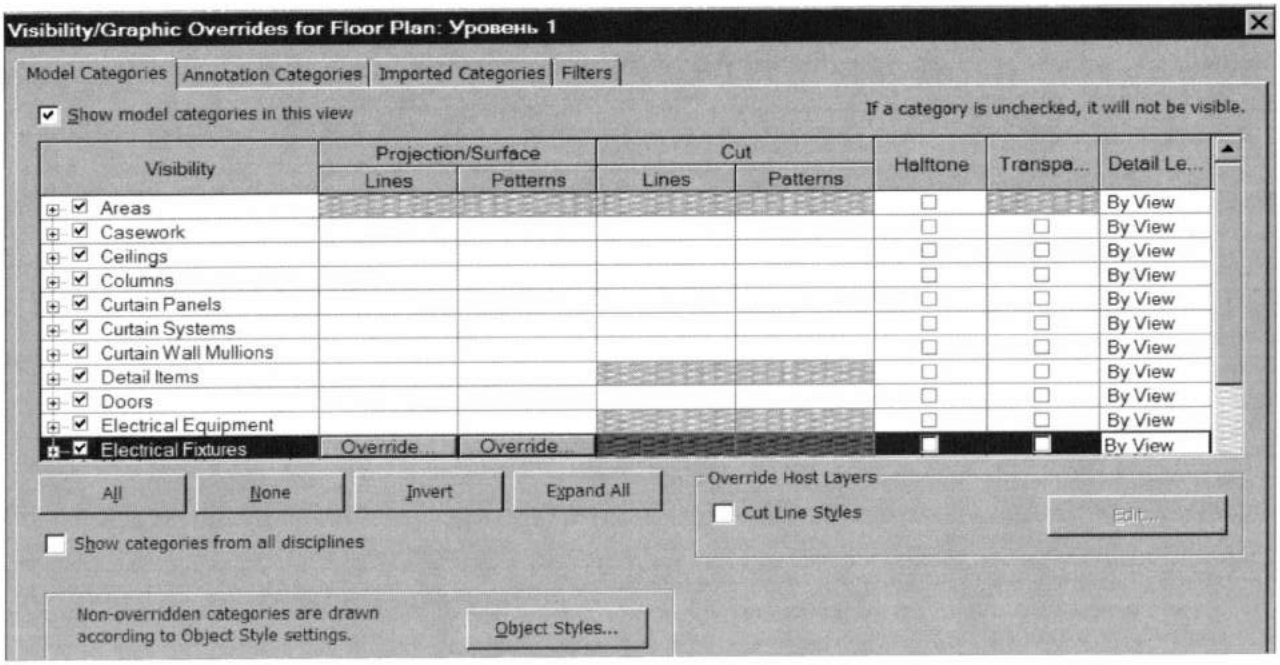
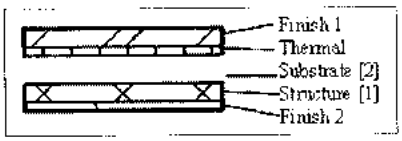
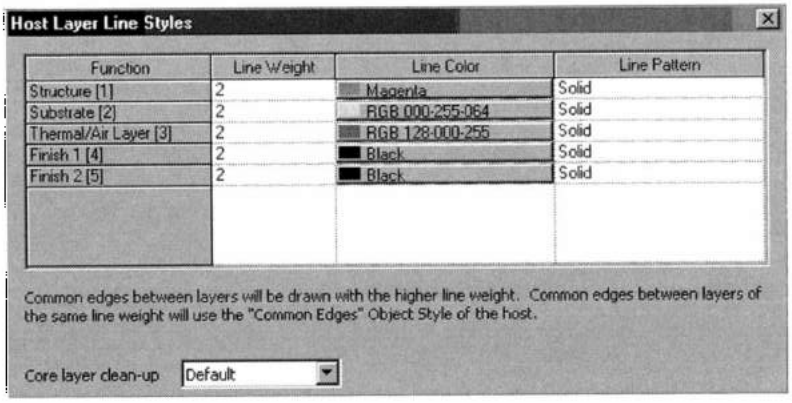

Рис. 4.14. *Переопределение видимости и графики*
Рис. 4.17. *Линии слоев на контуре сечения стены*
Рис. 4.18. *Настройка линий в контуре сечения многослойных структур*
Управлять видимостью элементов для определенного вида можно групповым способом (для всех элементов определенной категории) или индивидуально. Для группового управления открыть бокс **Visibility/Graphic Overrides** (Переопределение видимости/графики) (рис. 4.14) одним из способов:
Переопределение стиля линий в сечении многослойных структур. Параметры линий в сечении многослойных основ (крыш, перекрытий, стен, потолков) (рис. 4.17) можно для каждого слоя переопределить, установив в боксе **Visibility/Graphic** (см. рис. 4.14) в разделе **Override Host Layers** (Переопределить слои основы) флажок **Cut Line Styles** (Стили линий среза) и нажав кнопку **Edit**. В открывшемся боксе **Host Layer Line Styles** (Стили линий основных слоев) (рис. 4.18) назначить веса линий, цвета линий и образцы линий слоям основы. Стили линий, назначаемые структуре-основе, видимы только на том виде, где они были созданы.
Индивидуальное управление видимостью и внешним видом элементов. Открыть вид, в котором нужно переопределить видимость или внешний вид отдельного элемента. Затем из его контекстного меню командой **Override Graphics in View > By Element** (Переопределить графику на виде > По элементу) открыть бокс **View-Specific Element Graphics** (Графика выбранного элемента) (рис. 4.20,а). В нем указать текущие настройки видимости и внешнего вида выбранного элемента, содержание которых подобно одноименным настройкам, описанным на рис. 4.14.
1. Открыть любым способом бокс **Visibility/Graphics** (Видимость/Графика вид) (см. рис. 4.14) и перейти в нем на вкладку **Filters**. Для перехода сразу на эту вкладку, можно выбрать из контекстного меню редактируемого элемента команду **Override Graphics in View > By Filter** (Переопределить графику на виде > По фильтру).